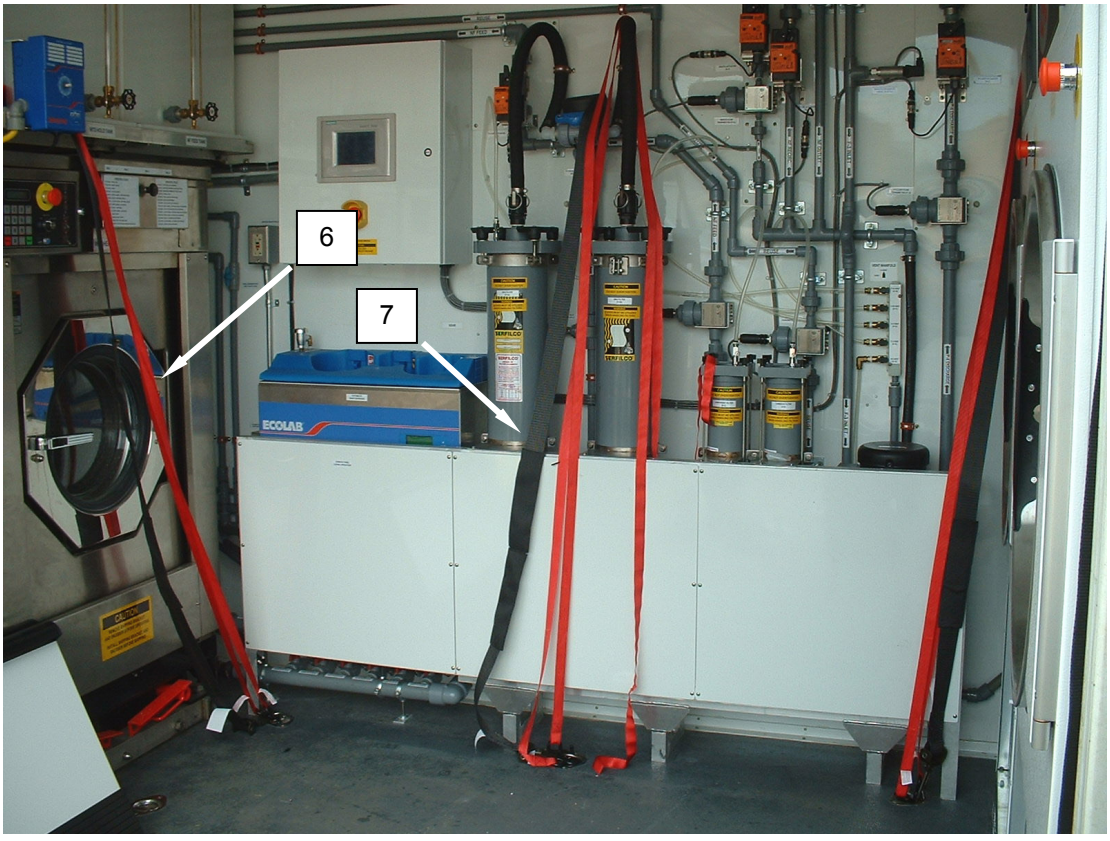

Figure 6. Attach Straps to D-rings.
10. Attach six 1-inch straps **(Figure 6, Item 6)** and three 3-inch straps **(Figure 6, Item 7)** to the D-rings, and place the straps off the floor. Ensure the straps are accessible.